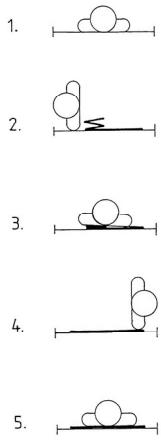

Abb. 3
- Patienten wieder in die Rückenlage bringen (Abb.3).